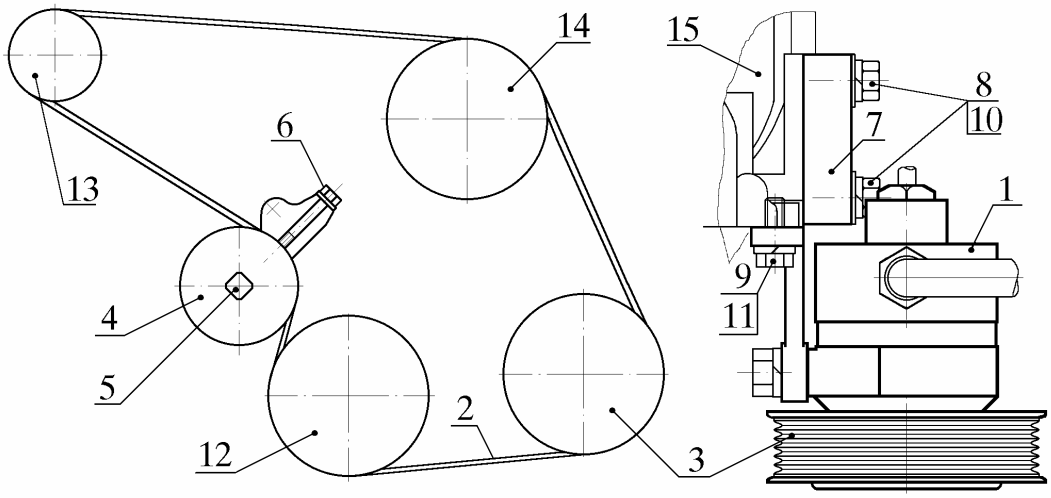

Рис. 23. Снятие насоса ГУР с кронштейном и шлангами:
4.21.1. Снять ремень 2 (рис. 23) привода агрегатов со шкива 3 насоса ГУР, вывинтив болт 5 крепления натяжного ролика 4 на один - два оборота и ослабив натяжение ремня, вращая регулировочный болт 6